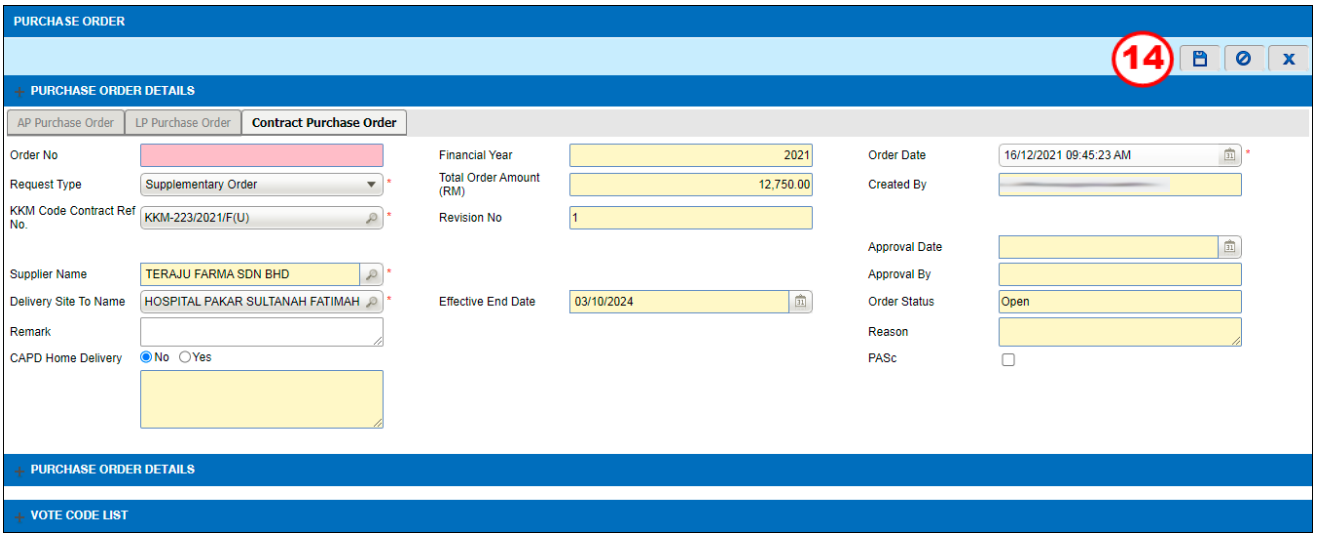

Figure 3.10-5 Contract Purchase Order
- *If click on the* Yes *button, record will be saved, and alert message will be pop up as shown in Figure 3.10-5.*